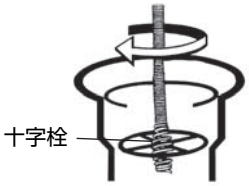

図 7
- 多くの排水管の場合は、ケーブルを排水管の十字栓を通して挿入できます。（図 7 参照）